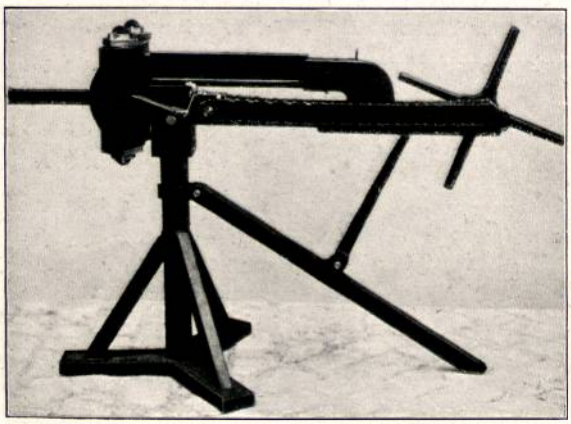

Abb. 252. Revolvergeschütz nach Dionysius aus Alexandrien um 230 v. Chr. Aus: Schramm, Bemerkungen z. d. Rekonstruktion griech.-röm. Geschütze.
5) Dionysius aus Alexandria erfand (230 v. Chr.) eine Schnellkatapulte (Mehrladegeschütz), das die Rhodier verwendeten. Es war ein Flachbahngeschütz mit einem über der Läuferbahn befindlichen, trichterförmigen Pfeilbehälter. Nach jedem Schuß nahm eine Nute einer sich drehenden Walze ein neues Geschoß auf und brachte es während des Spannens der Sehne für den neuen Schuß auf die Bahn. Nachbildung (Abb. 252) in $^1/_2$ nat. Größe auf der Saalburg (Jahrbuch d. Ges. f. lothring. Gesch. Bd. 18, 1906, S. 279).